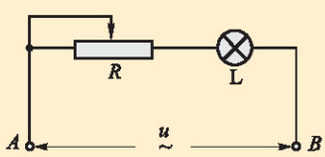

图2-2-3
4. 如图2-2-3所示，L是一个小灯泡，R是一个滑动变阻器，标有“10 Ω 1 A”字样，A、B两端接在电压为 u 的交流电源上. 在L和 u 分别为下面两种情况时，能否通过调节滑动变阻器而使灯泡L正常工作？